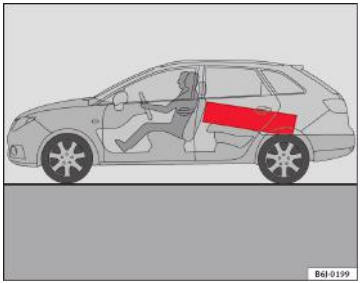

Fig. 93 Plasaţi obiectele mai grele cât mai în faţă.
– Plasaţi obiectele mai grele cât mai în faţă ⇒ fig. 93.